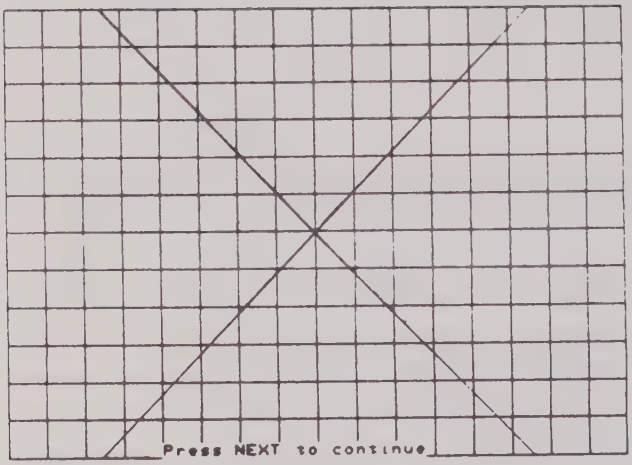
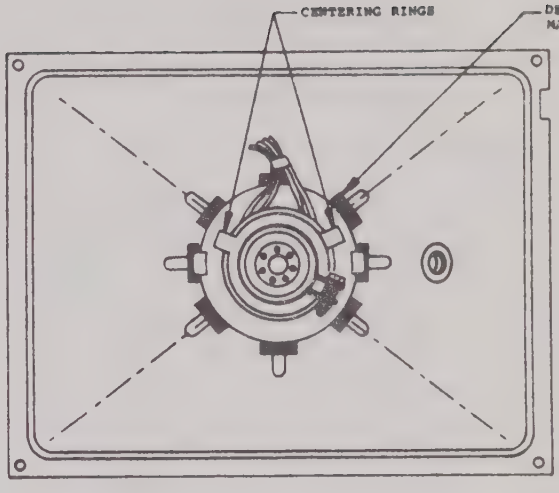
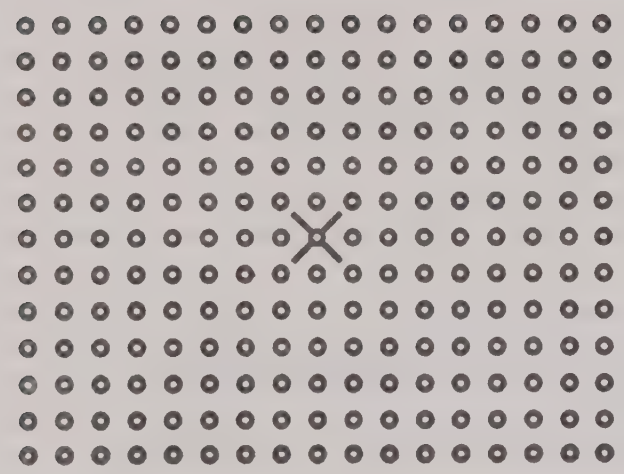

Figure 3-4 CRT Alignment Screen
Figure 3-5 CRT Centering Rings
Figure 3-6. Ball Chart Overlay
2. Turn off power to the unit. Display the CRT Alignment Screen by holding down the SHIFT key while turning on the power. A grid pattern (Figure 3-4) will appear on the screen. Use the centering rings on the deflection yoke (Figure 3-5) to center the grid pattern on the screen. Use the Ball Chart Overlay (Figure 3-6) with display filter retainer to secure the overlay to the screen.